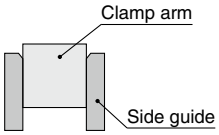

**Figure 2**
4) When using a side guide (Figure 2):